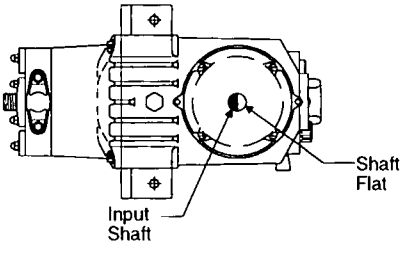

Figure 2
d. Before the motor-coupling assembly is mounted on the pump, the input shaft (see Fig. 2) must be rotated by hand until the shaft flat faces the knob-end of the pump. The motor and coupling is slipped over the input shaft such that the coupling flat is over the shaft flat.